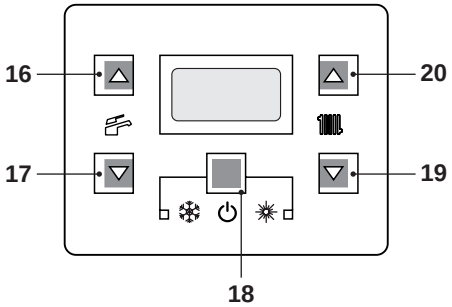
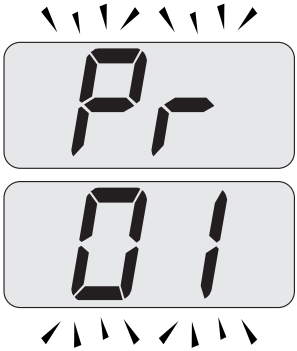
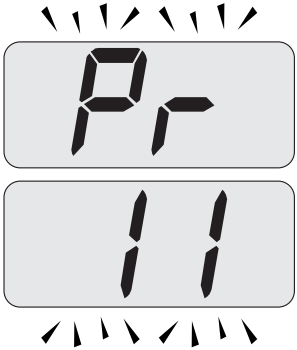
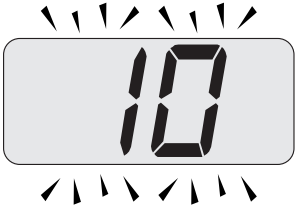

Figura 5.53
Figura 5.54
Figura 5.55
Figura 5.56
Comunque se la temperatura ambiente non dovesse essere confortevole si può aumentare o diminuire la temperatura di mandata dell'impianto riscaldamento di ± 15°C agendo sui tasti 19 (diminuzione) e 20 (aumento) (Figura 5.53).
- Entrare in "modalità programmazione" premendo contemporaneamente per 10 secondi i tasti 18 - 19 - 20 (Figura 5.53) fino a far apparire sul display LCD le lettere **Pr** che si alternano con il codice **01**, indicanti l'entrata nel "parametro 01" (Figura 5.54).
- Scorrere i vari parametri utilizzando i tasti 19 o 20 fino a far apparire sul display LCD le lettere **Pr** che si alternano con il codice **11**, indicanti l'entrata nel "parametro 11" (Figura 5.55).
- Premere contemporaneamente i tasti 18 e 20 (Figura 5.53) fino a far apparire sul display LCD il valore del parametro 11 (10=60 secondi) (Figura 5.56).
- Premendo il tasto 18 (Figura 5.53) si ottiene la conferma del valore inserito.
- Premendo contemporaneamente i tasti 18 e 19 (Figura 5.53) si esce senza modificare il valore (ritorno alla lista parametri Figura 5.55)
- Premendo contemporaneamente per 10 secondi i tasti 18 - 19 - 20 (Figura 5.53) si esce dalla "modalità programmazione".